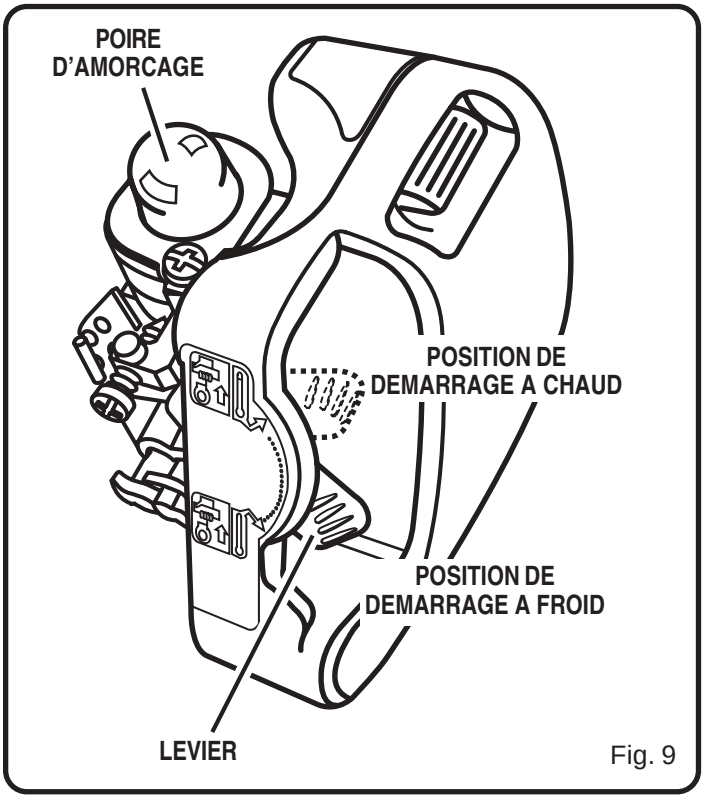

Fig. 9
3. Mettre le levier en position **« DEMARRAGE A FROID »**. *Voir la figure 9.*